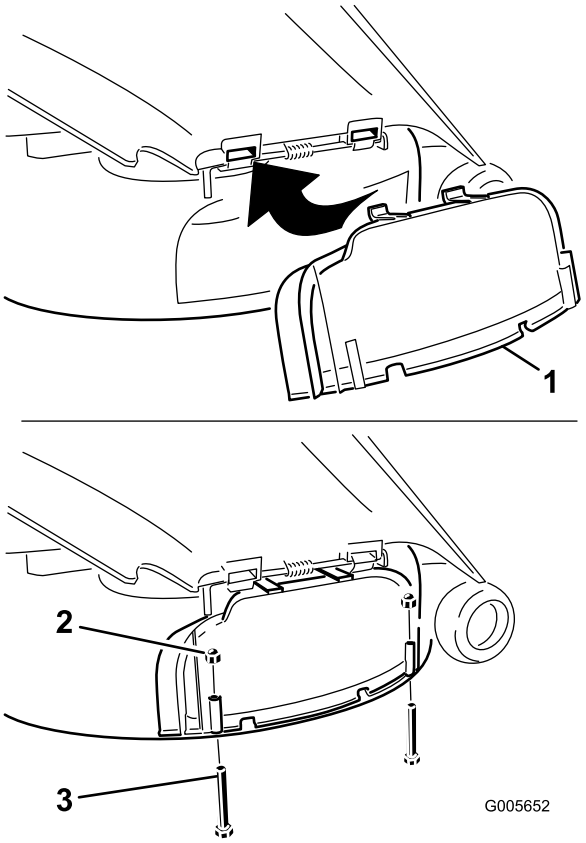

Figur 25
5. Drej udblæsningsdækslet ned mod åbningen og mod plæneklipperens nederste kant (Figur 25).
6. Fastgør udblæsningsdækslet til plæneklipperens nederste kant med to bolte (1/4 x 2-1/2 tomme) og to hættemøtrikker (1/4 tomme) som vist i Figur 25.